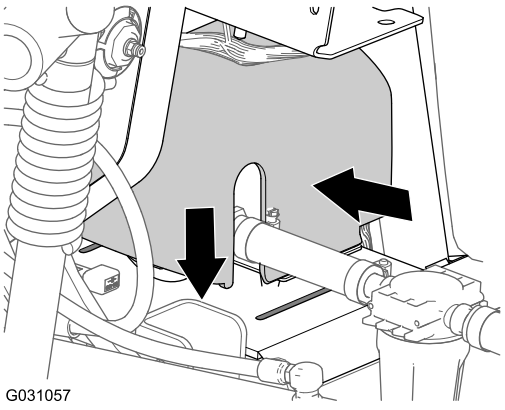

Figur 239
2. Placer skyllepumpedækslet over sadelpladen til skyllepumpen (Figur 239).
3. Tryk siderne på skyllepumpedækslet sammen, og placer tapperne på dækslet ud for sadelpladen (Figur 239).
4. Sæt tapperne ind i åbningerne, og slip dækslets sider (Figur 239).